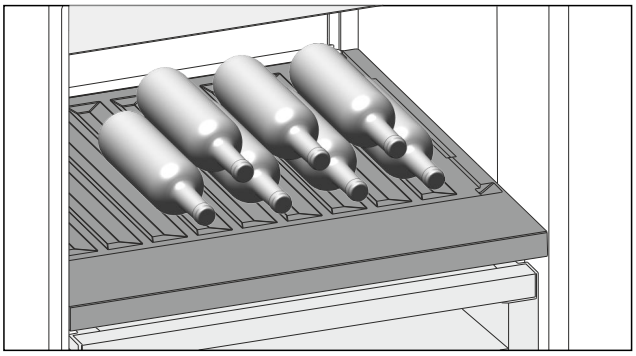

Fig. 165 Voorbeeldweergave
▶ Flessen met de bodem naar achteren tegen de achterwand plaatsen. (zie Fig. 165)